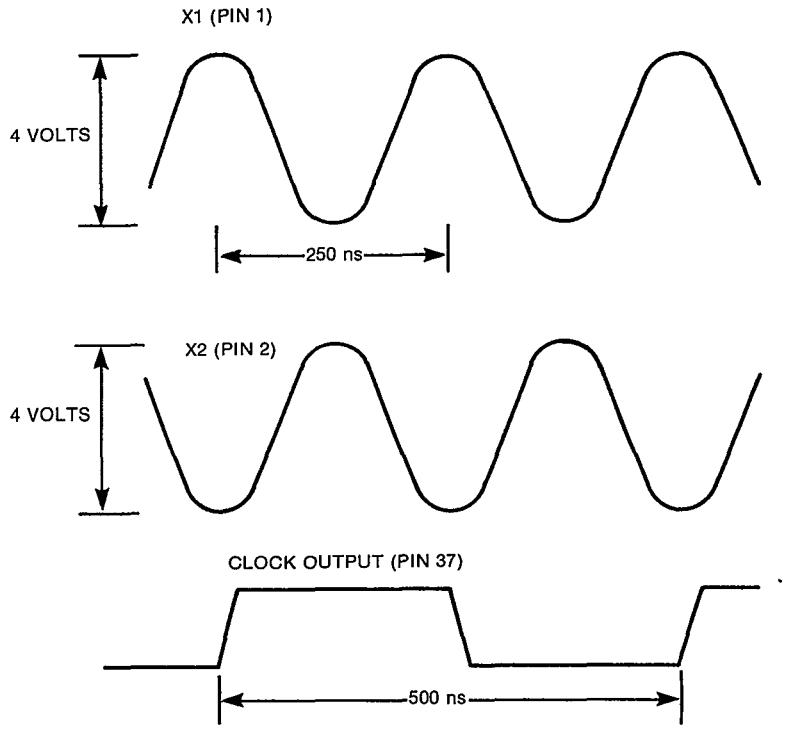

Figure 2-8, 8085AH (Z1) clock waveforms
2.5.2.1 Microprocessor. The microprocessor used is an Intel 8085AH (Z1). The 8085AH is a complete 8-bit parallel central processor. It is designed with H-channel depletion modes and requires a single five volt supply. A 4.0 MHz crystal is provided to produce an internal operating frequency of 2 MHz. This signal is used as a system clock frequency (see Figure 2-8).